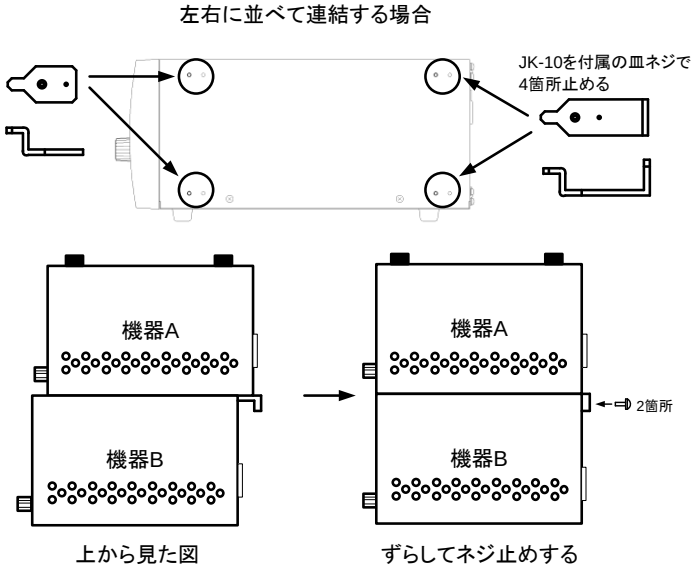

図 6-3 左右に並べて連結の場合
(2) 機器 A のゴム足の付いていない側にジョイントキット(JK-10)を付属の皿ネジでしっかりと固定します。(4 箇所)
(3) 図 6-3 のように機器を置き、機器 B 側の金具の突起部が機器 A 側のゴム足を外したあとの穴にきちんとはまるように組みます。
(4) 機器 A をずらして背面パネルとジョイントキット(JK-10)の金具を付属のセムスネジでしっかりと固定します。(2 箇所)